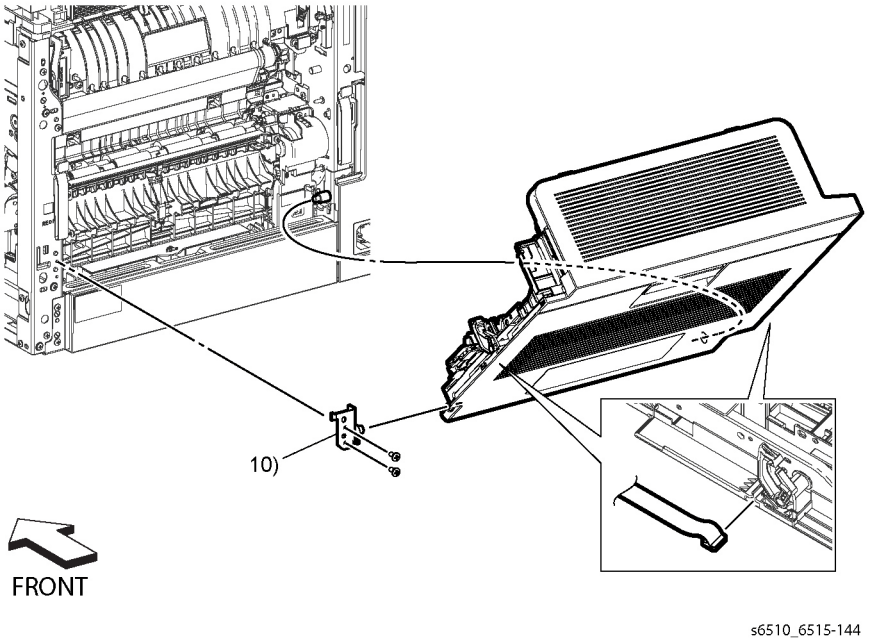

Figure 1 Remove the Rear Cover Assembly (MFP)
3. Refer to Figure 1 to remove the ends of the two Rear Cover Straps from the Rear Cover.
5. Refer to Figure 1 to remove the two screws (silver, M3x6mm) attaching the Right Rear Hinge.